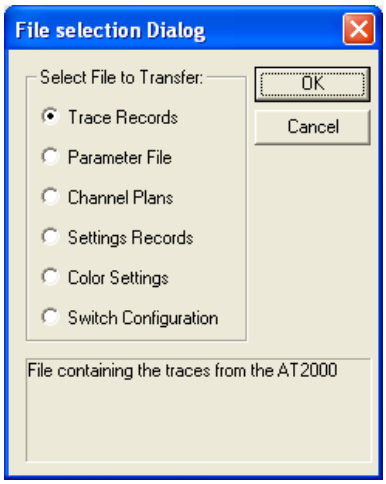

Figure 3-4: Selecting Files for the AT2000 Series Analyzer
The Update and Retrieve options in the Communication menu are used to transfer data between WinCom and your AT2000 analyzer. You need to be connected to an AT2000 in order to transfer records. When you click the Update or Retrieve button, WinCom displays the list of files that you can transfer to and from the remote analyzer (see Figure 3-4).
3. In the file selection window (see Figure 3-4), open the file on the remote analyzer that you want to retrieve. By default, WinCom selects the traces in the records database. However, you can select other files such as user parameters, colors, channel plans, etc.